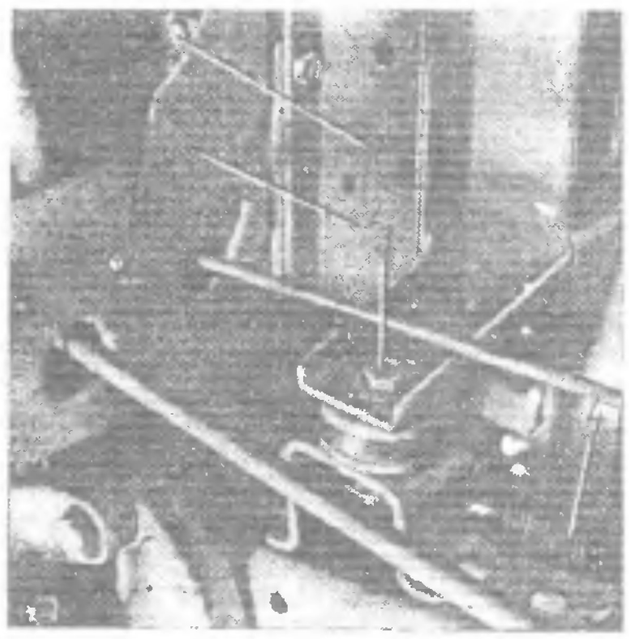

Рис. 19. Крепление радиатора слева:
5. Отсоедините от двигателя тягу акселератора. Отсоедините от левого кронштейна радиатора оттяжную пружину тяги акселератора. Расшплинтуйте и отверните гайку болта *3* (рис. 19) крепления радиатора к раме с левой стороны. Выверните болты *1* крепления левого уплотнительного кожуха *2* к радиатору. Отсоедините от радиатора смазочной системы двигателя левый маслопровод *4*	Плоскогубцы, ключи 10, 19 мм (2 шт.), отвертка
28. Заверните и зашплинтуйте гайку болта (см. рис. 19) крепления радиатора к раме с левой стороны. Подсоедините к радиатору смазочной системы двигателя левый маслопровод *4*. Вверните болты *1* крепления левого уплотнительного кожуха *2* к радиатору	Ключи 10, 19 мм (2 шт.), отвертка